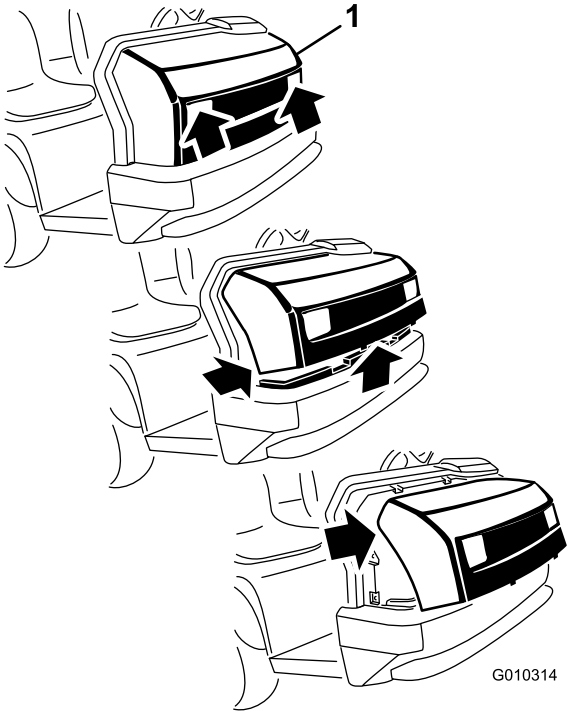

Rysunek 37
1. Trzymając maskę za otwory reflektorów, unieś ją, aby zwolnić dolne występy montażowe ze szczelin ramy (Rysunek 37).
2. Odchyl dół maski do góry, aż będzie można wyciągnąć górne występy montażowe ze szczelin ramy (Rysunek 37).
3. Odchyl górę maski do przodu i odłącz złącza przewodów od reflektorów (Rysunek 37).